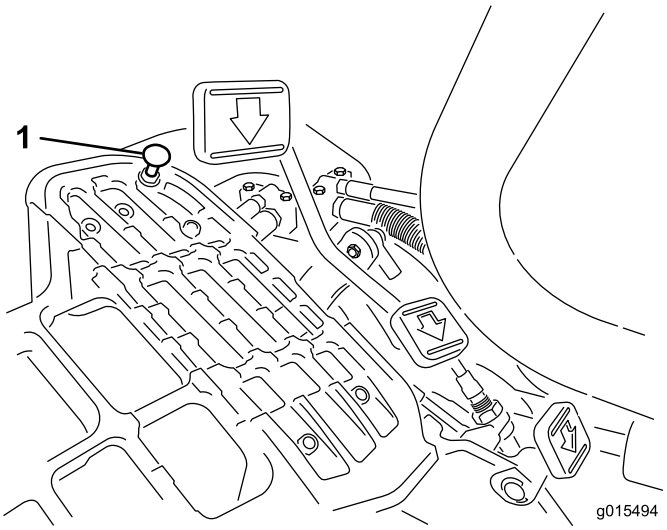

Figur 50
For å oppnå maksimal transporthastighet, må du sette styrespaken i Transport-stilling og trykke inn trekkpedalen. Hvis du kan tråkke pedalen helt inn (Figur 50) før det er spenning i kabelen, er det nødvendig med en justering.
1. Sett styrespaken i transport-stillingen og løsne på låsemutteren som fester pedalstopperen til gulvplaten (Figur 50).